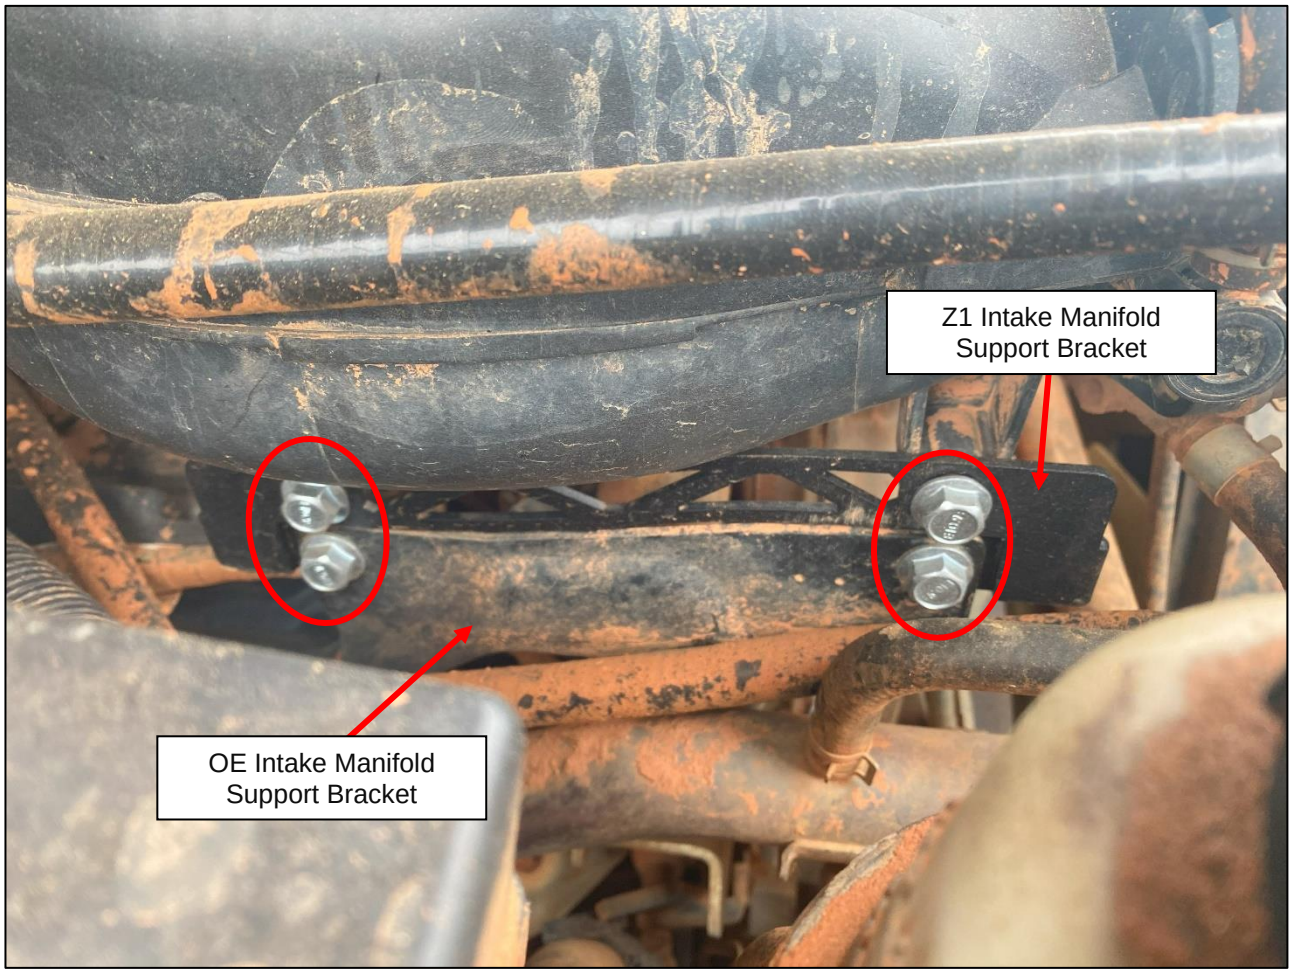

Figure 9
22. Locate the Z1 Intake Manifold Support Bracket and the (4) four M8 Flanged Bolts. Secure the bottom of the Z1 Support Bracket to the OE Support Bracket disconnected in *Step* 7 using (2) two M8 Bolts. Use the other (2) two M8 Bolts to secure the top of the Z1 Support Bracket to the Intake Manifold. Torque the M8 bolts to **15 ft-lbs.** *Figure 9.*